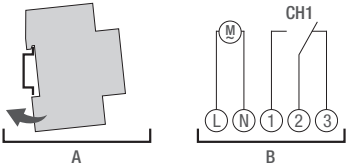

Fig. 4: Installation on a DIN rail and circuit diagram
1. Place the DIN-rail timer on the DIN rail (Fig. 4/A) from above and press it back until it locks into place.
2. Install the DIN-rail timer in accordance with the circuit diagram (Fig. 4/B) (use wires with a cross-section between 1 mm² and 2.5 mm²).